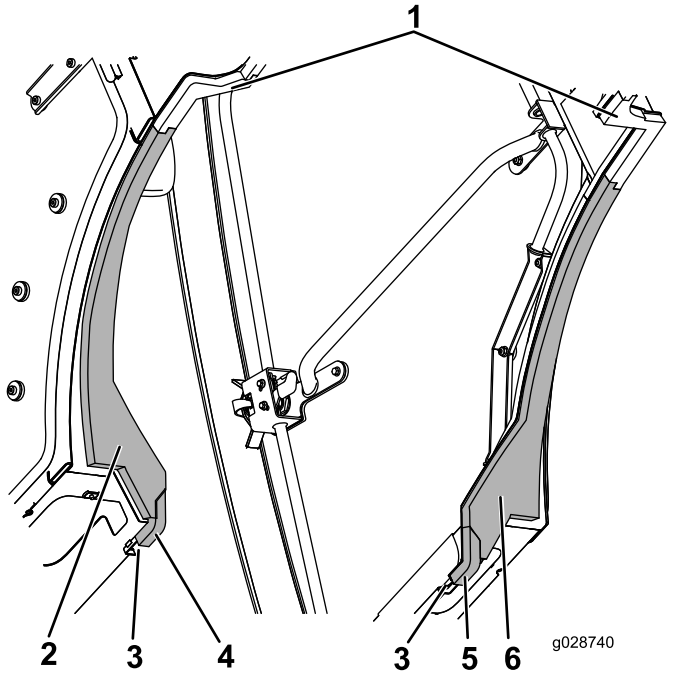

**Rysunek 60**
4. Ustaw wewnętrzne krawędzie lewego i prawego elementu piankowego przy zbiorniku równo z lewym środkowym i prawym środkowym elementem piankowym i złącz ich wypustki (Rysunek 60).
5. Dociśnij przednią krawędź lewego bocznego i prawego bocznego elementu piankowego do kanału i złącz zgięte pod kątem tylne krawędzie bocznych elementów piankowych z elementami piankowymi przy zbiorniku (Rysunek 60).